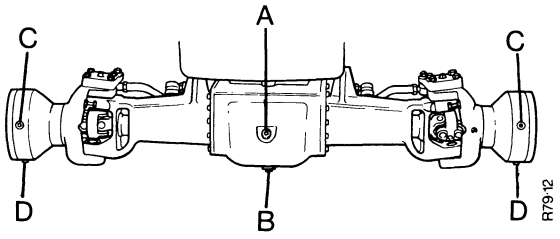

FIGURE 13. FRONT AXLE 4WD: LEVEL AND DRAIN PLUGS
1. Clean around the drain plug B and filler/level plug A, Figure 13.
2. Move the tractor until one of the plugs on each hub is at the lowest point. See D Figure 13.
Every 250 hours, check the level of the oil in the front hubs and the differential. See Figure 13.